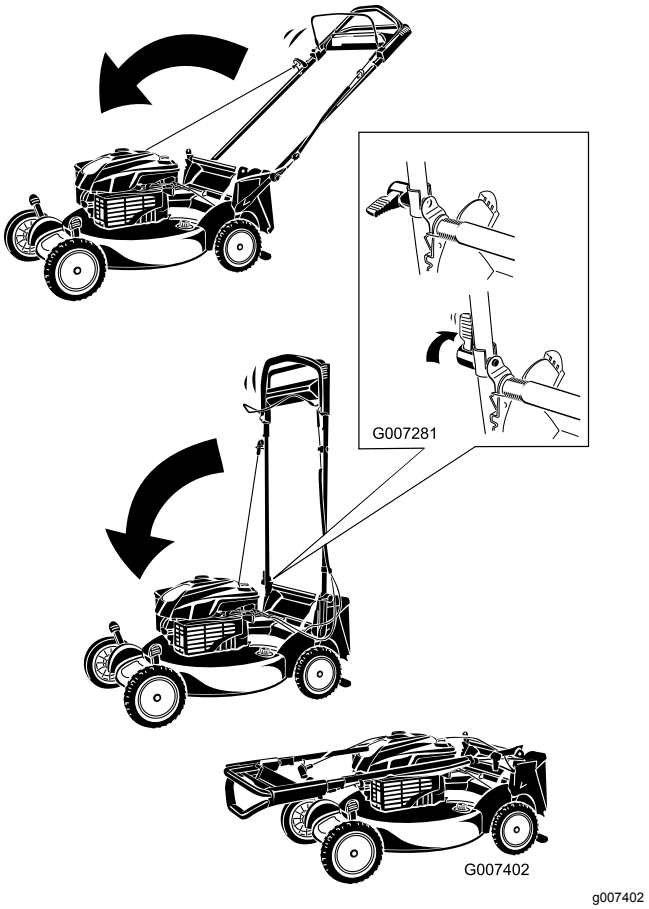

Rysunek 46
1. Obróć uchwyt do przodu (rysunek (Rysunek 46).